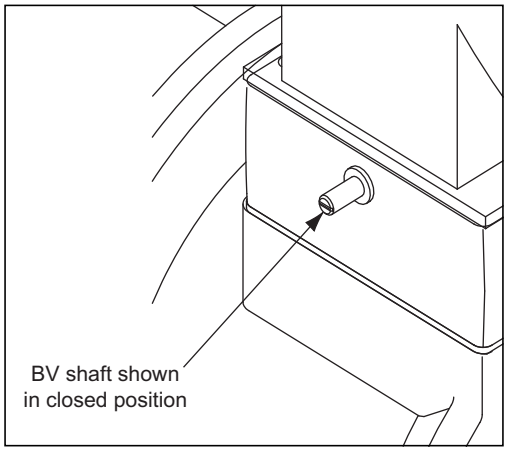

Figure 4.5. Air Butterfly Valve Shaft
b. There is a slot in the end of the butterfly valve shaft that is parallel to the air damper. This slot is used for visual indication of the butterfly valve position. The butterfly valve is closed when the shaft slot is perpendicular to the direction of air flow through the butterfly valve. See Figure 4.5.